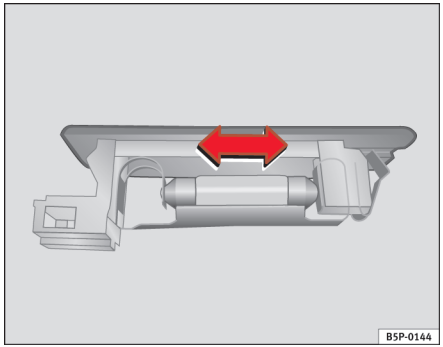

Fig. 171 Bagagerumslys
– Tryk på siden af pæren, og tag den ud af holderen ⇒ fig. 171.